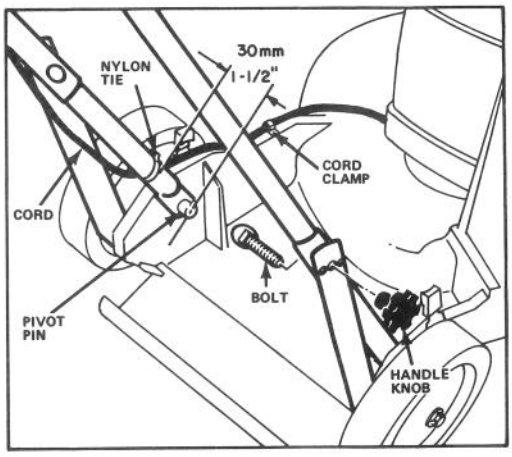

Figure 1
1. Push ends of lower handle together and install on pivot pins (Fig. 1). Insert bolts through hole in handle latches and install handle knobs (Fig. 1). Tighten securely. Assure electric cord runs between handle and handle latch (Fig. 1).
2. Secure electric cord to handle with a nylon tie (Fig. 1). Nylon tie to be positioned approximately 1-½" above handle pivot pin. Before tightening nylon tie, pull electric cord tight between nylon tie and cord clamp on mower housing (Fig. 1). CORD MUST NOT TOUCH WHEEL DURING OPERATION.